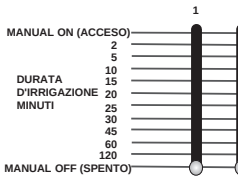

FIGURA 13: Selettore a cursore della durata d'irrigazione impostato su Manuale spento
- Per terminare il funzionamento manuale di una o più stazioni occorre spostare il selettore o i selettori a cursore della durata d'irrigazione corrispondenti sulla posizione **MANUALE SPENTO** (a finecorsa in basso) **[vedere Figura 13].**